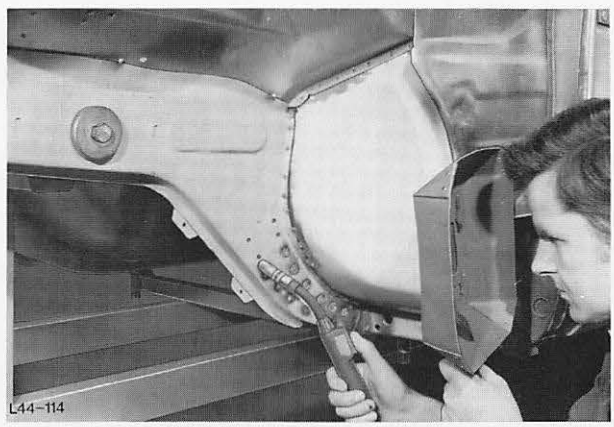

Abb. 112 Längsträger im Bereich der Überlappung Loch – schutzgasschweißen
20. Längsträger im Bereich der Überlappung schutzgasschweißen, Abb. 112.